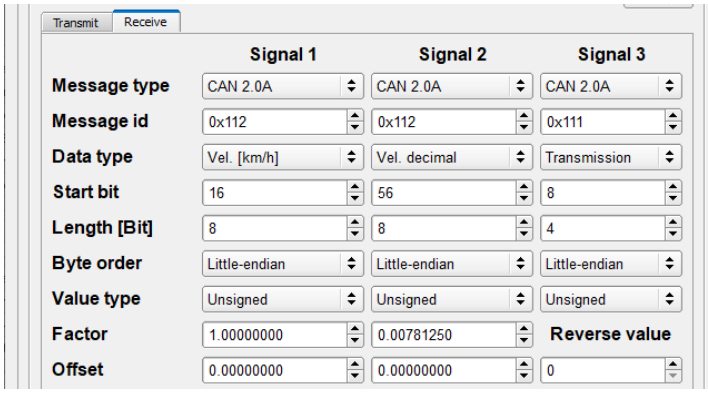

**Fig. 10.34.**
**Note:** Each kind of car has unique CAN messages in the CAN BUS line. An example of parameters configuration of CAN BUS based odometer for a Hyundai Tucson TL is shown in Fig. 10.34.